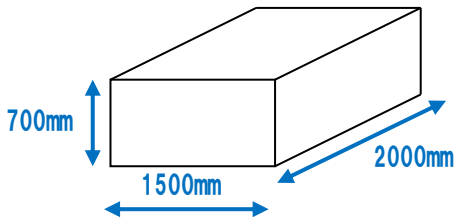

図 4-1-1　筐体許容寸法
5)　**サイズ**：図 4-1-1 の寸法以下で製作してください。